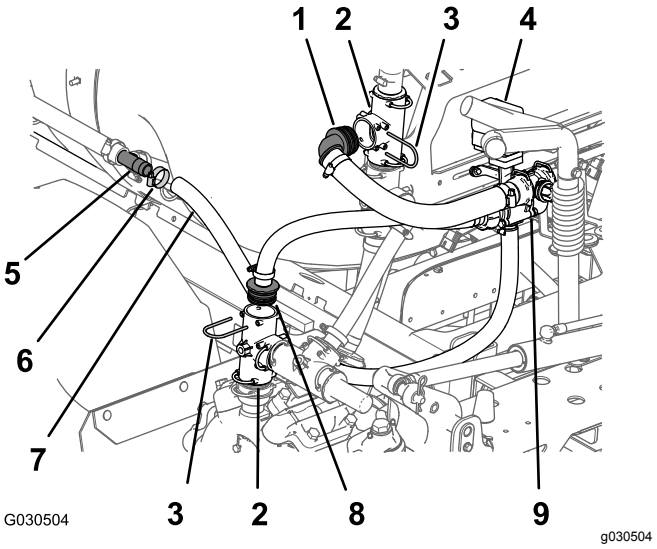

Figur 66
2. På venstre side af sprøjtetanken (ved siden af den bageste kofanger) afmonteres slangeklemmen og slangen (indvendig diameter på 1 tomme) på T-fittingen med modhage på den bageste omrøringsdyse (Figur 66).
3. Ved afgangsporten for sprøjtepumpen – fjern holderen og den lige navfitting fra den lodret monterede T-fitting, som vist i Figur 66.
4. På venstre side af manifoldbeslaget – fjern holderen og 90°-navfittingen fra det øverste, lodret monterede T-fitting, som vist i Figur 66.